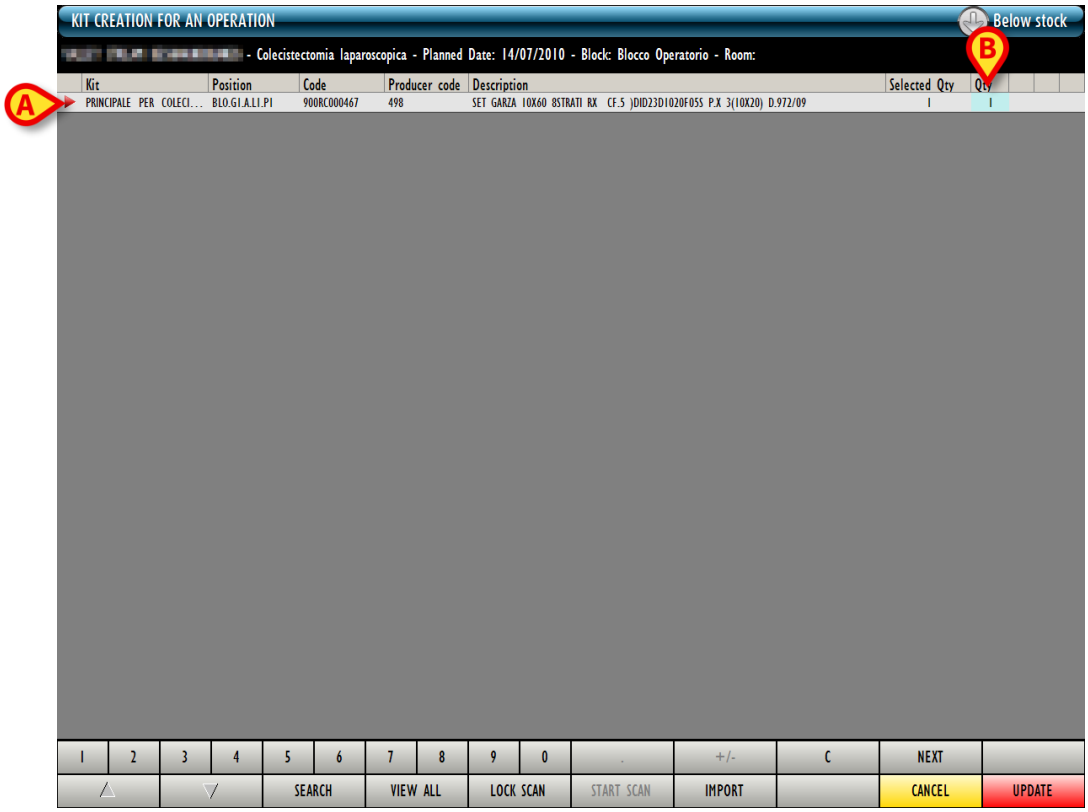

Fig 182
A row will be added to the table on the “Kit creation screen”, corresponding to the selected resource (Fig 182 **A**).
- Specify the resource quantity in the “Quantity” field (Fig 182 **B**).
Access the “Kit creation” screen (Fig 182),